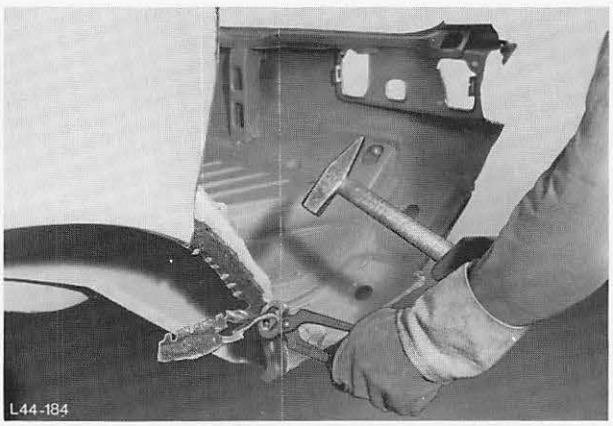

Abb. 181 Blechreste von Radhaus mit Hilfe von Hammer und Zange entfernen
8. Blechreste von Punktflanschen entfernen, Abb. 181.